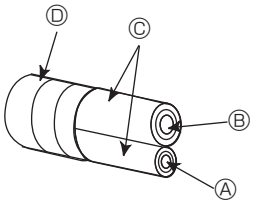

Fig. 4-5
4.3. Connexion des tuyaux (Fig. 4-5) (Fig. 4-6)